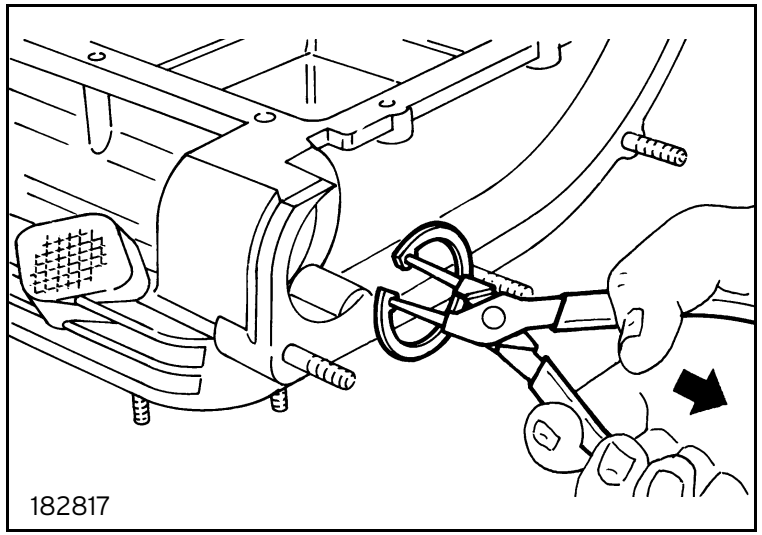

Fig. 17
- Remove the second drive input shaft front bearing snap ring (figure 17).